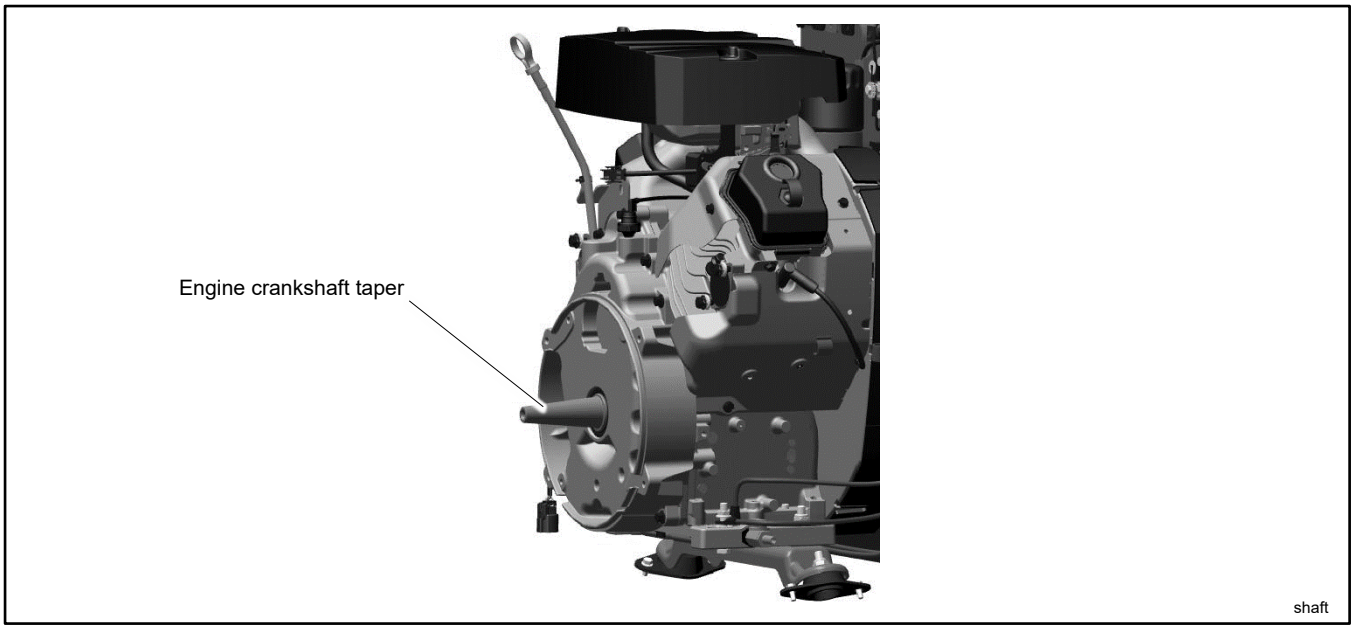
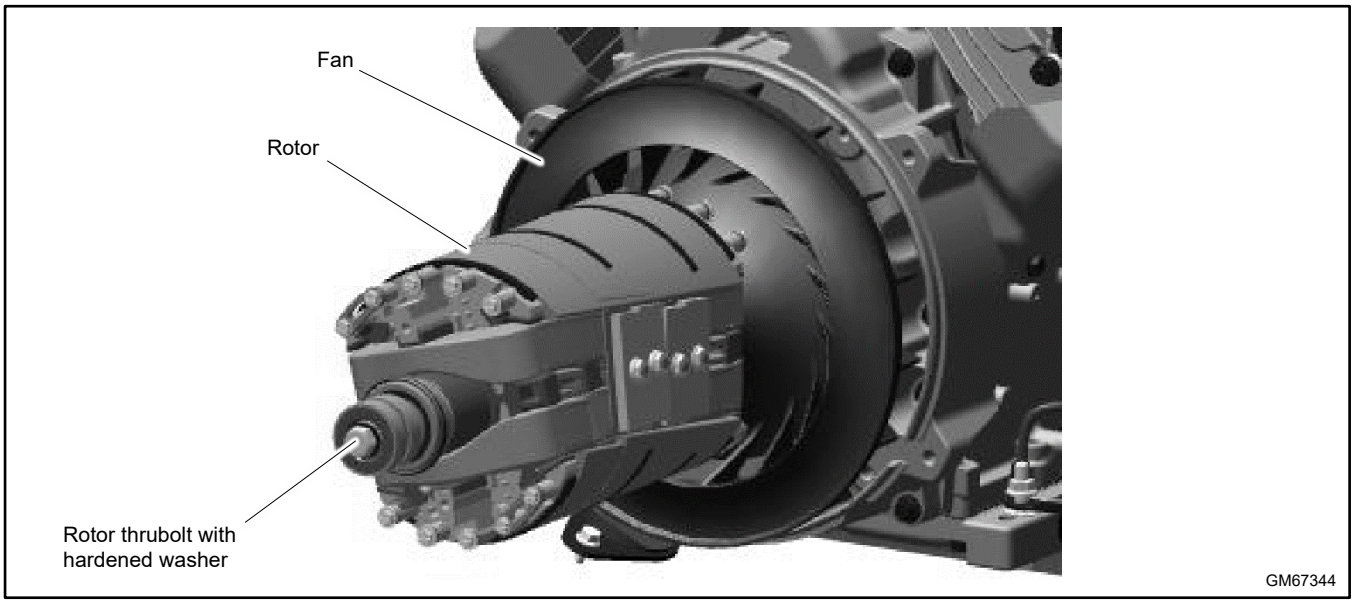

Figure 126 Shaft (20RCA(L) shown)
Figure 127 Rotor Assembly
2. Install the rotor assembly. See Figure 126 and Figure 127.
a. Clean the crankshaft taper and mating rotor shaft. See Figure 126.
3. Tighten the rotor thrubolt to 85 Nm (63 ft. lb.). It may be necessary to keep the engine flywheel from turning while torquing the rotor thrubolt. See Figure 127.